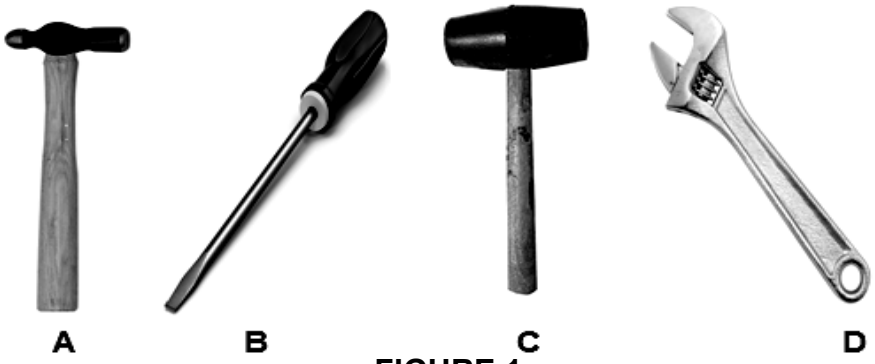

FIGURE 1
2.1 2.1.1 FIGURE 1 shows different types of tools used during rigging. Name the tools by writing the answer next to the letter (A–D) in the ANSWER BOOK.